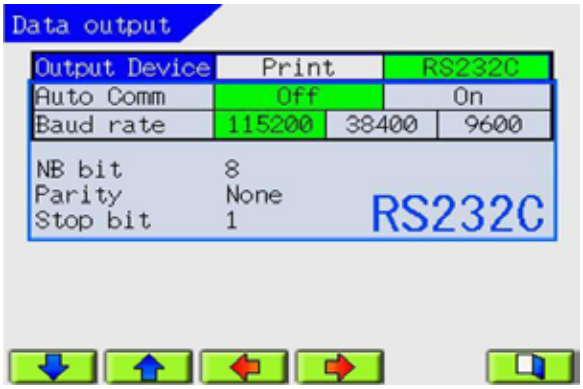

Figure SU-17 RS232C Screen
Data Output Press the ENTER button to open the Data Output Screen, which allows you to set the AL700 to print patient data or send it to a computer. Refer to Figures SU-17 and SU-18.
1. On the Setup Screen, press the UP or DOWN buttons to find the Data output category, then press the ENTER button. The RS232C Screen opens. Refer to Figure SU-17.